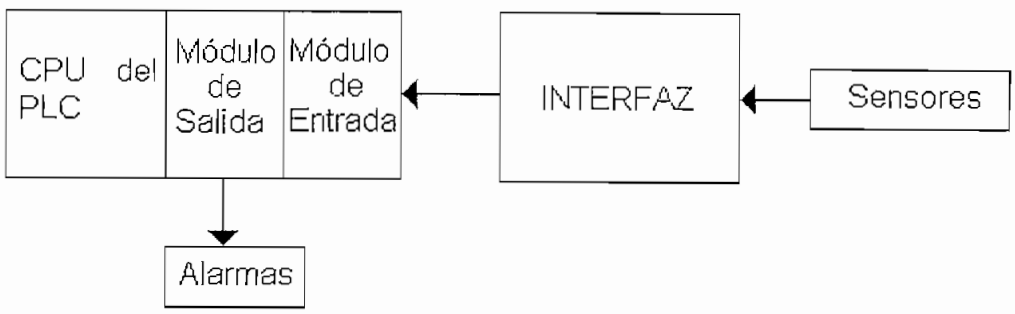

Figura 1.8
7) Otra opción para diseñar un sistema de seguridad, es hacerlo utilizando el PLC, muy común en la actualidad, y existen muchísimas marcas en el mercado y a precios competitivos. Se requiere de una interfaz, de los sensores y las alarmas, y se resume en el diagrama de bloques de la Figura 1.8.